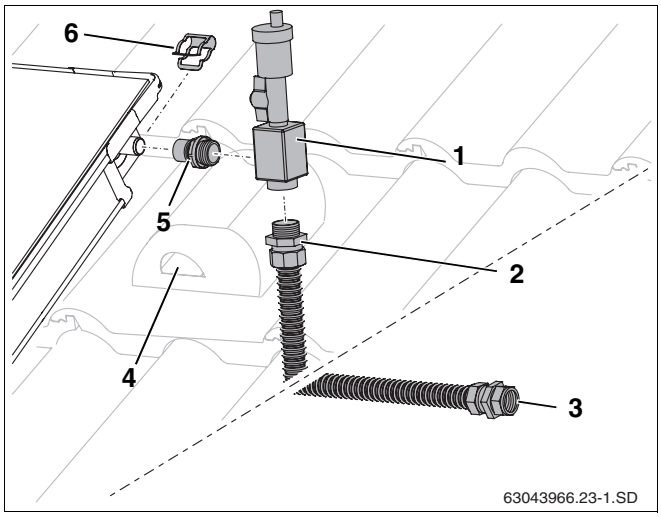

Abb. 58 Entlüfter montieren
- Nippel (Abb. 58, **Pos. 5**) und Anschlussrohr (Abb. 58, **Pos. 2**) in Lufttopf festschrauben (O-Ring-Dichtung).
- Lufttopf (Abb. 58, **Pos. 1**) mit Nippel auf Kollektoranschluss schieben und mit Klammer (Abb. 58, **Pos. 6**) sichern.
- Anschlussrohr zusammen mit dem Fühlerkabel durch die Entlüftungspfanne (Abb. 58, **Pos. 4**) und durch die Dachisolierung führen.
- Sammelleitung an die Klemmringverschraubung (Abb. 58, **Pos. 3**) anschließen.